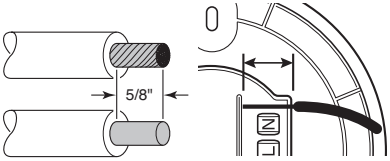

Figura 3
3. Pele 5/8 de pulgada del aislamiento de un extremo del conductor sólido (vea la Figura 3).